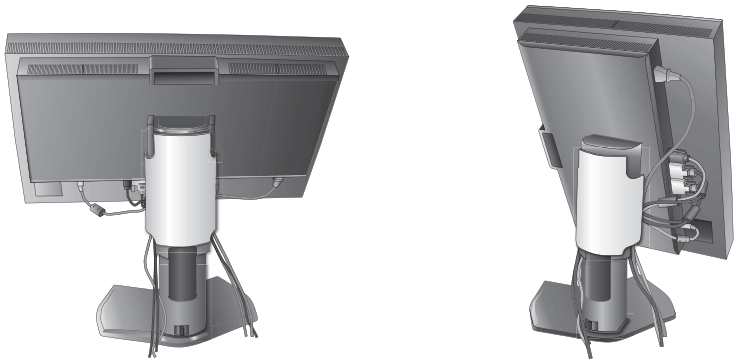

Figura D.1
7. Far scorrere la copertura cavi verso il basso (**Figura D.1**).